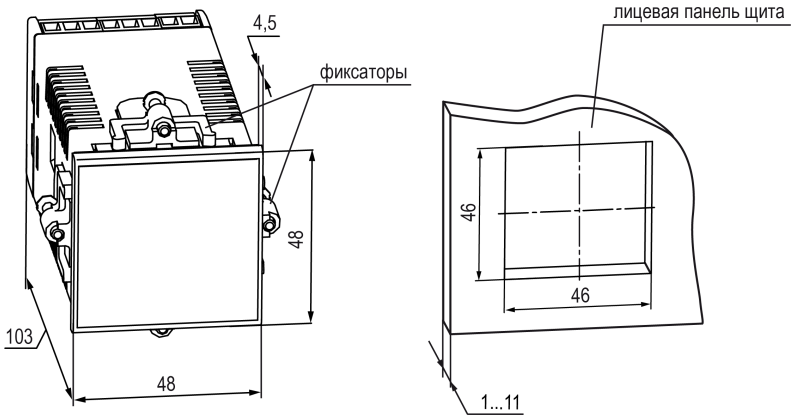

Рисунок 4.8 – Габаритные размеры корпуса Щ5 и монтажного отверстия в щите
1. Подготовить на щите управления монтажный вырез для установки прибора (см. рисунок 4.8).